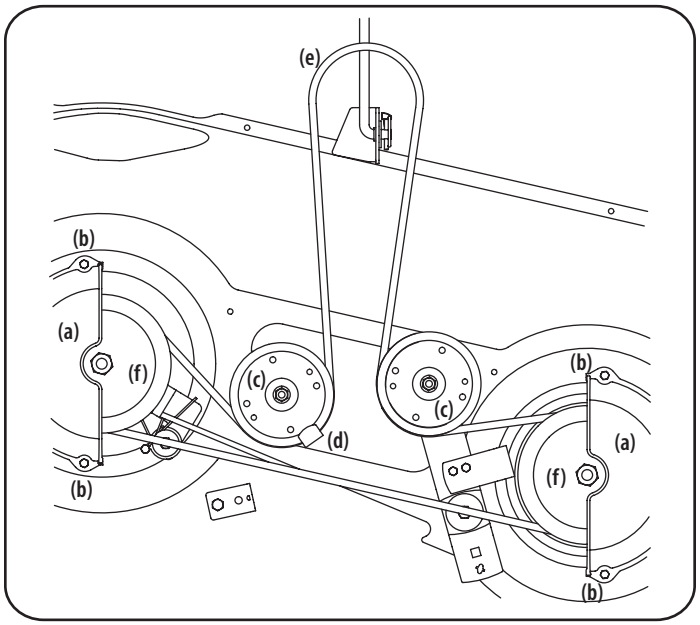

Figura 32
2. Extraiga las cubiertas de la correa (a) retirando los tornillos con arandela hexagonales (b) que las sujetan a la plataforma. Consulte la Figura 32.
4. Retire con cuidado la correa de la plataforma (e) de alrededor de las dos poleas del husillo (f) y las dos poleas locas (c) de la plataforma. Consulte la Figura 32.
5. Para colocar la correa nueva, comience pasando la correa alrededor de las dos poleas del husillo (f). Pase la correa alrededor de las dos poleas locas (c) de la plataforma. Vuelva a apretar la tuerca hexagonal de la polea loca izquierda aflojada en el paso 3. Vuelva a montar las cubiertas de la correa que se retiraron (a) en el paso 2. Consulte la Figura 32.
6. Reinstale la plataforma, comprobando que la correa se ha pasado alrededor de las poleas como se indica. Consulte la Figura 32.